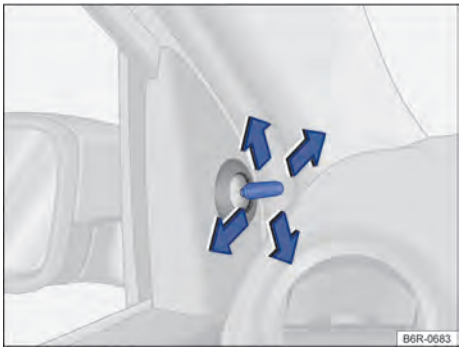

Fig. 79 Nas portas dianteiras: botão de ajuste dos espelhos retrovisores externos mecânicos.
– Movimentar o botão de ajuste no revestimento das portas dianteiras → Fig. 79.